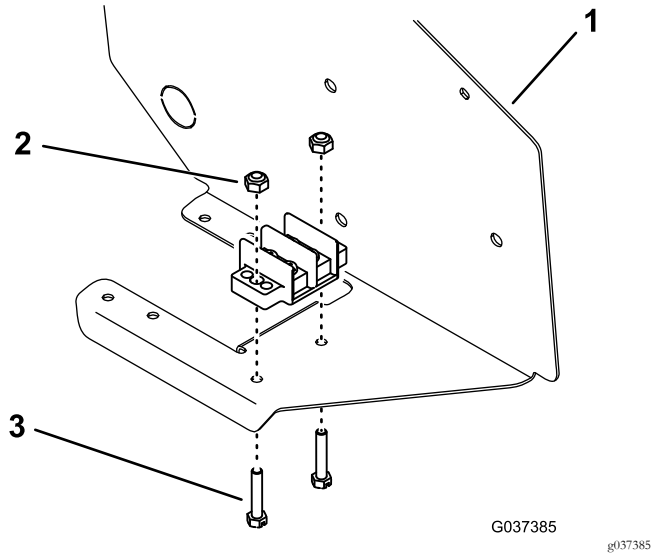

Bild 8
3. Befestigen Sie den Erdungsklemmenblock mit zwei Schrauben und Sicherungsmuttern unten am Armaturenbrett (Bild 8)
Hinweis: Setzen Sie die Schrauben von der Unterseite des Armaturenbretts ein, wie in Bild 8 abgebildet.